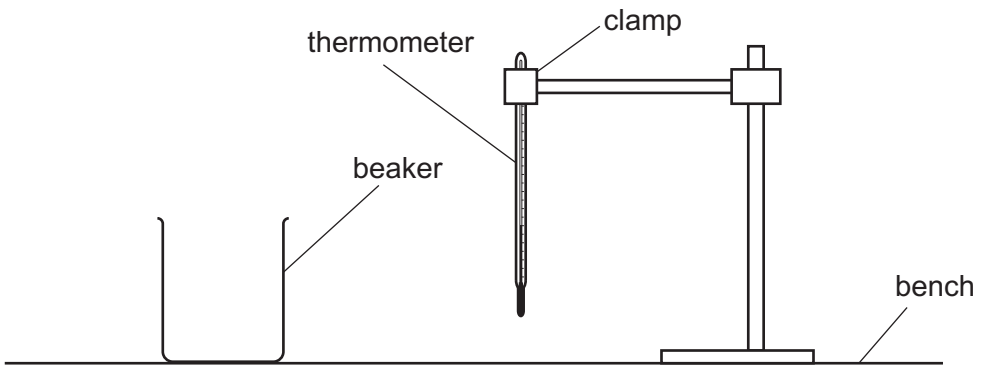

Fig. 2.1
2. The thermometer, clamp, boss and stand are to be set up for candidates as shown in Fig. 2.1. The thermometer bulb must be well below the 75 cm^3 level of the beaker.
Check that the apparatus is intact and is arranged as in Fig. 2.1.